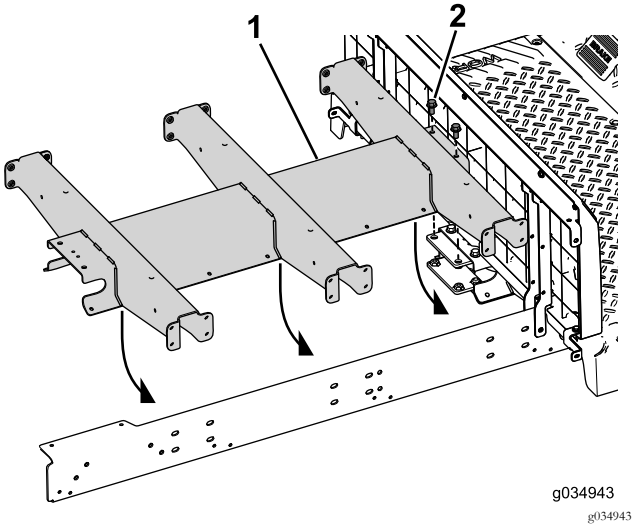

Figur 72
4. För in två skruvar (3/8 x 3 3/4 tum) och brickor genom mittkanalen och det bakre fästet (Figur 72).